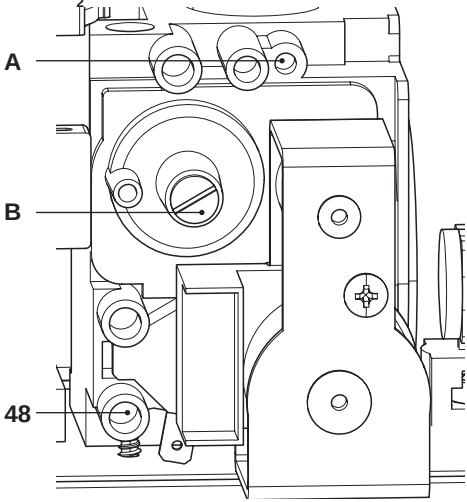

Figura 7.6
- A caldaia spenta (fuori servizio), controllare la pressione di alimentazione utilizzando la presa 48 in Figura 7.6 e confrontare il valore letto con quelli riportati nella tabella Pressioni di alimentazione gas nella sezione "Dati tecnici" pag. 28.
- Richiudere bene la presa di pressione 48 in Figura 7.6.
- Per tarare il **CO_2** della caldaia (pressione del gas al bruciatore) svitare completamente il tappo in ottone di protezione **B** e agire sulla vite a brugola Ø 4 mm sottostante Figura 7.6, girando in senso orario il **CO_2** aumenta.
- Se i due dati non coincidono agire sulla vite regolazione massimo RQ (**A** in Figura 7.6) della valvola gas e tarare il **CO_2** allo stesso valore riportato nella sezione "Dati tecnici" in tabella "Dati in sanitario" pag. 28 (modello **M263V.2025 SM/..**) e pag. 32 (modello **M263V.3035 SM/..**). Girando in senso orario il **CO_2** diminuisce.